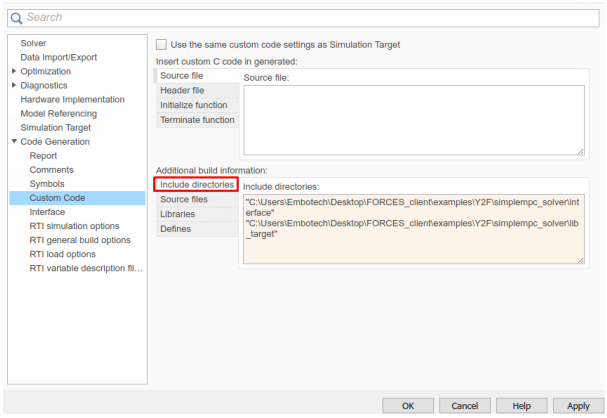

Figure 10.24: Add the directories included for the code generation.
9. (Figure 10.24) In the "Code Generation/Custom Code" tab, include the directories: